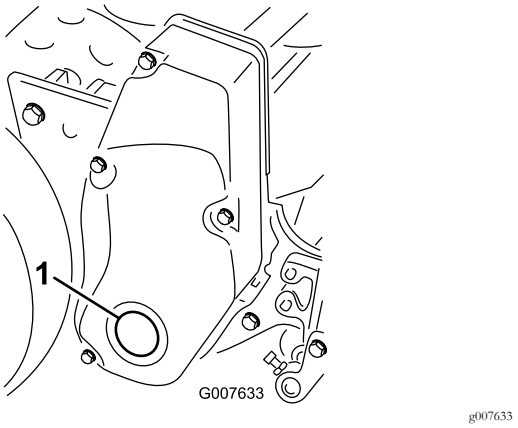

**Figur 57**
1. Afmonter proppen i højre knivcylinderskærm (Figur 57).